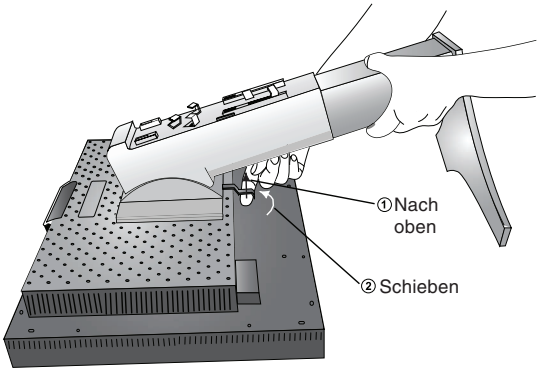

**Abbildung S.2**
4. Fassen Sie mit einer Hand den Fuß und mit der anderen den Schnellfreigabehebel. Bewegen Sie den Hebel in Pfeilrichtung (**Abbildung S.2**).